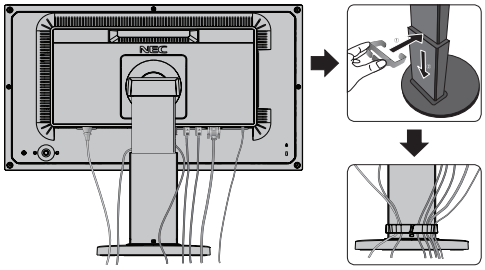

Figura C.2
6. Posizionare il portacavi nel supporto (**Figura C.2**).